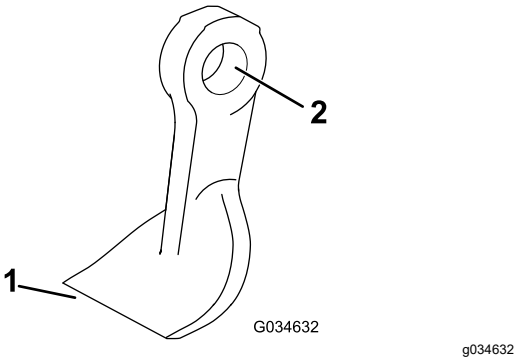

Figur 75
4. Efterse hver skærekniv for skader og vær især opmærksom på fastgørelsesanordningerne, skærekanten og monteringshullet (Figur 75). Udskift alle beskadigede skæreknive og fastgørelsesanordninger.